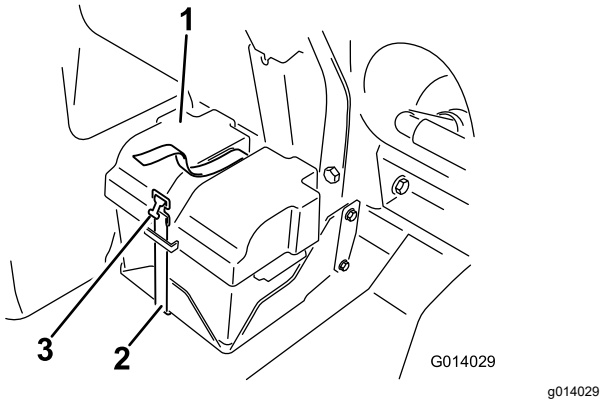

Bild 89
2. Nehmen Sie die Batterieabdeckung ab und klemmen das Minuskabel (schwarz) vom Batteriepol ab (Bild 89).
4. Montieren Sie die Batterieabdeckung und befestigen sie mit dem vorher entfernten Riemen (Bild 89).